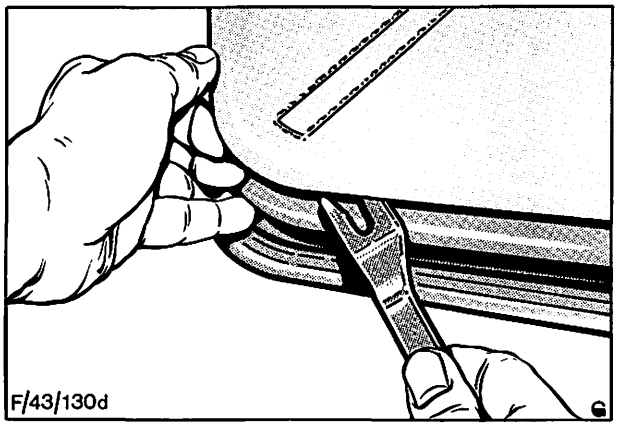

Abb. 52 Abheben der Halteklammern für die Türinnenverkleidung aus dem Türinnenblech
5. Halteklammern der Innenverkleidung vorsichtig aus den Bohrungen drücken und Innenverkleidung von der Tür abnehmen, Abb. 52.